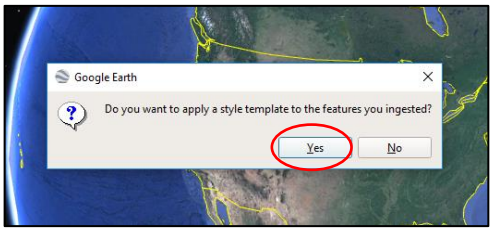

Figure 49. Create Style Template
2.3 A pop-up will appear asking whether you would like to create a style template, click [Yes] (Figure 49).